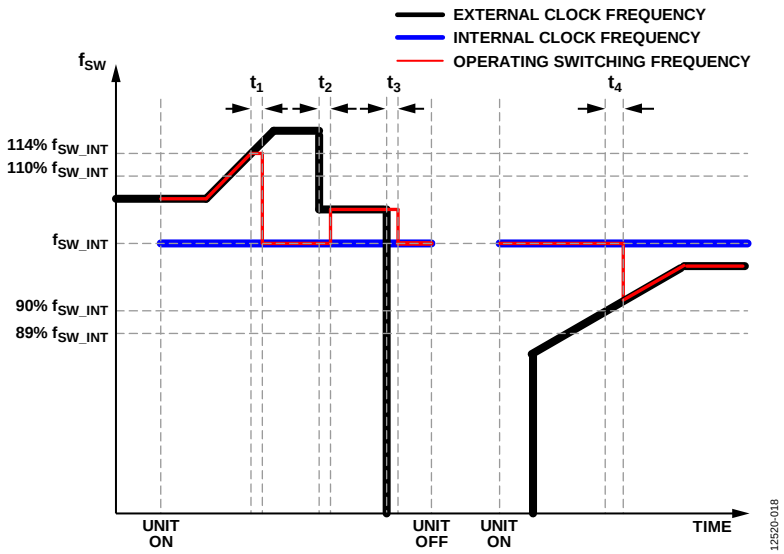

Figure 17. Synchronization Operation
2. If all the periods of the consecutive 64 most recent cycles of the external clocks fall within 90% to 110% of the internal switching clock period, the ADP1052 uses the latest current cycle as the synchronization reference, and the period of the external clock is identified. This interval is t_2 or t_4, as shown in Figure 17. Otherwise, the ADP1052 discards this cycle and looks for the next cycle (frequency capture mode).
5. If the external clock signal is lost at any time, or if the period exceeds the minimum limit (89% of the internal programmed frequency) or the maximum limit (114% of the internal programmed frequency), the ADP1052 takes the last valid external clock signal as the synchronization reference source. At the same time, the phase shift between the synchronization reference and the internal clock is detected. When the phase shift falls within the phase capture range, the PWM clock returns to the internal clock set by the internal oscillator. This interval is t_1 or t_3, as shown in Figure 17.
Figure 17 shows the synchronous operation. The internal frequency, f_{SW_INT}, is the internal free running frequency of the ADP1052. Before the synchronization is locked, the ADP1052 runs at f_{SW_INT}. The external frequency, f_{SW_EXT}, is the frequency of the external clock that the ADP1052 needs to synchronize. After synchronization is locked, the ADP1052 runs at f_{SW_EXT}.